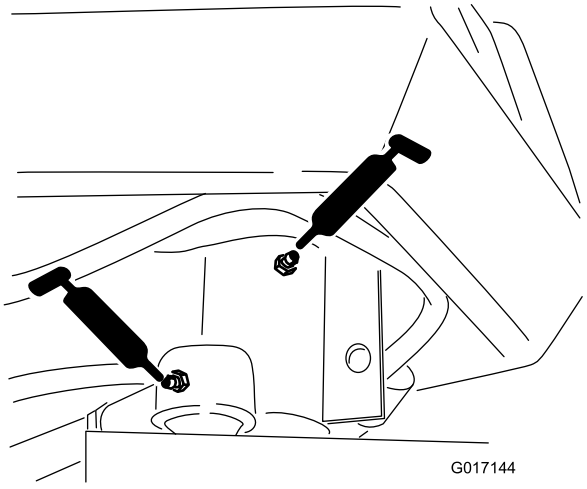

Figura 36
- Eje de la horquilla de dirección (1) (Figura 36)
- Extremo de la biela de la dirección (Figura 36)